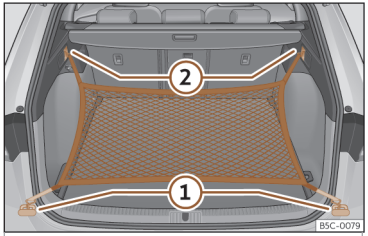

Fig. 127 Nel bagagliaio: occhielli ① e ganci ② per il fissaggio della borsa rete.
- Fissare i ganci corti della rete agli occhielli di ancoraggio››› **fig. 127** ① ››› ⚠. La cerniera della tasca dev'essere rivolta verso l'alto.
- Fissare le cinghie nei ganci per appendere borse ②